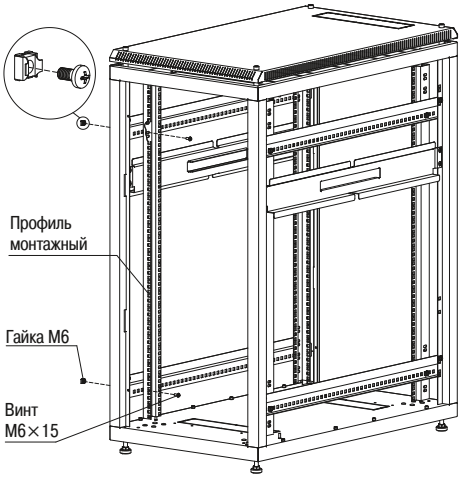

Рисунок 7 – Установка монтажных профилей
3.1.7 Вставьте гайки М6 в квадратные отверстия боковых профилей, профили монтажные закрепите винтами М6×15 с полукруглой головкой (рисунок 7).